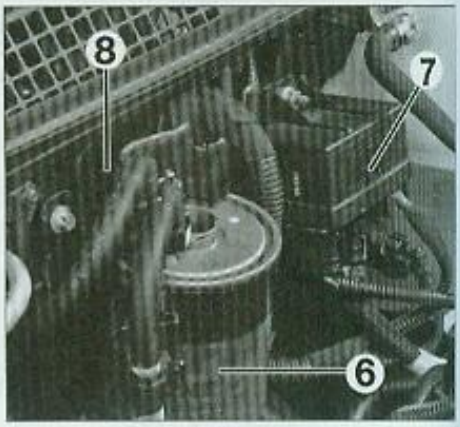
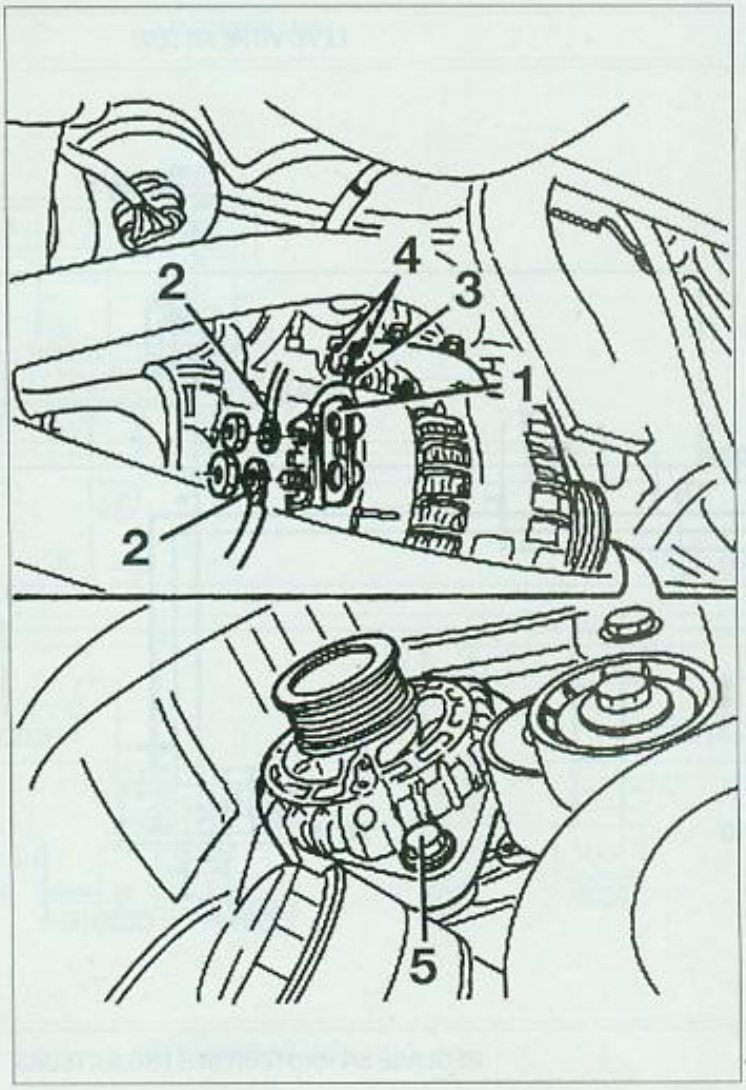

FIG. 11
FIG. 10
• Ouvrir le cache de protection (1) **(Fig.10)**.
• Débrancher les connexions électriques (2).
• Déposer la vis de fixation supérieure (3) d'alternateur.
• Desserrer la vis (4) de l'étrier de réaction.
• Déposer la vis de fixation inférieure (5) d'alternateur.
• Déposer le filtre à carburant (6) **(Fig.11)** (voir opération concernée au chapitre "MOTEUR").
• Sans le débrancher, déposer le boîtier de préchauffage (7) de son support et le mettre de côté.
• Déposer le support (8).